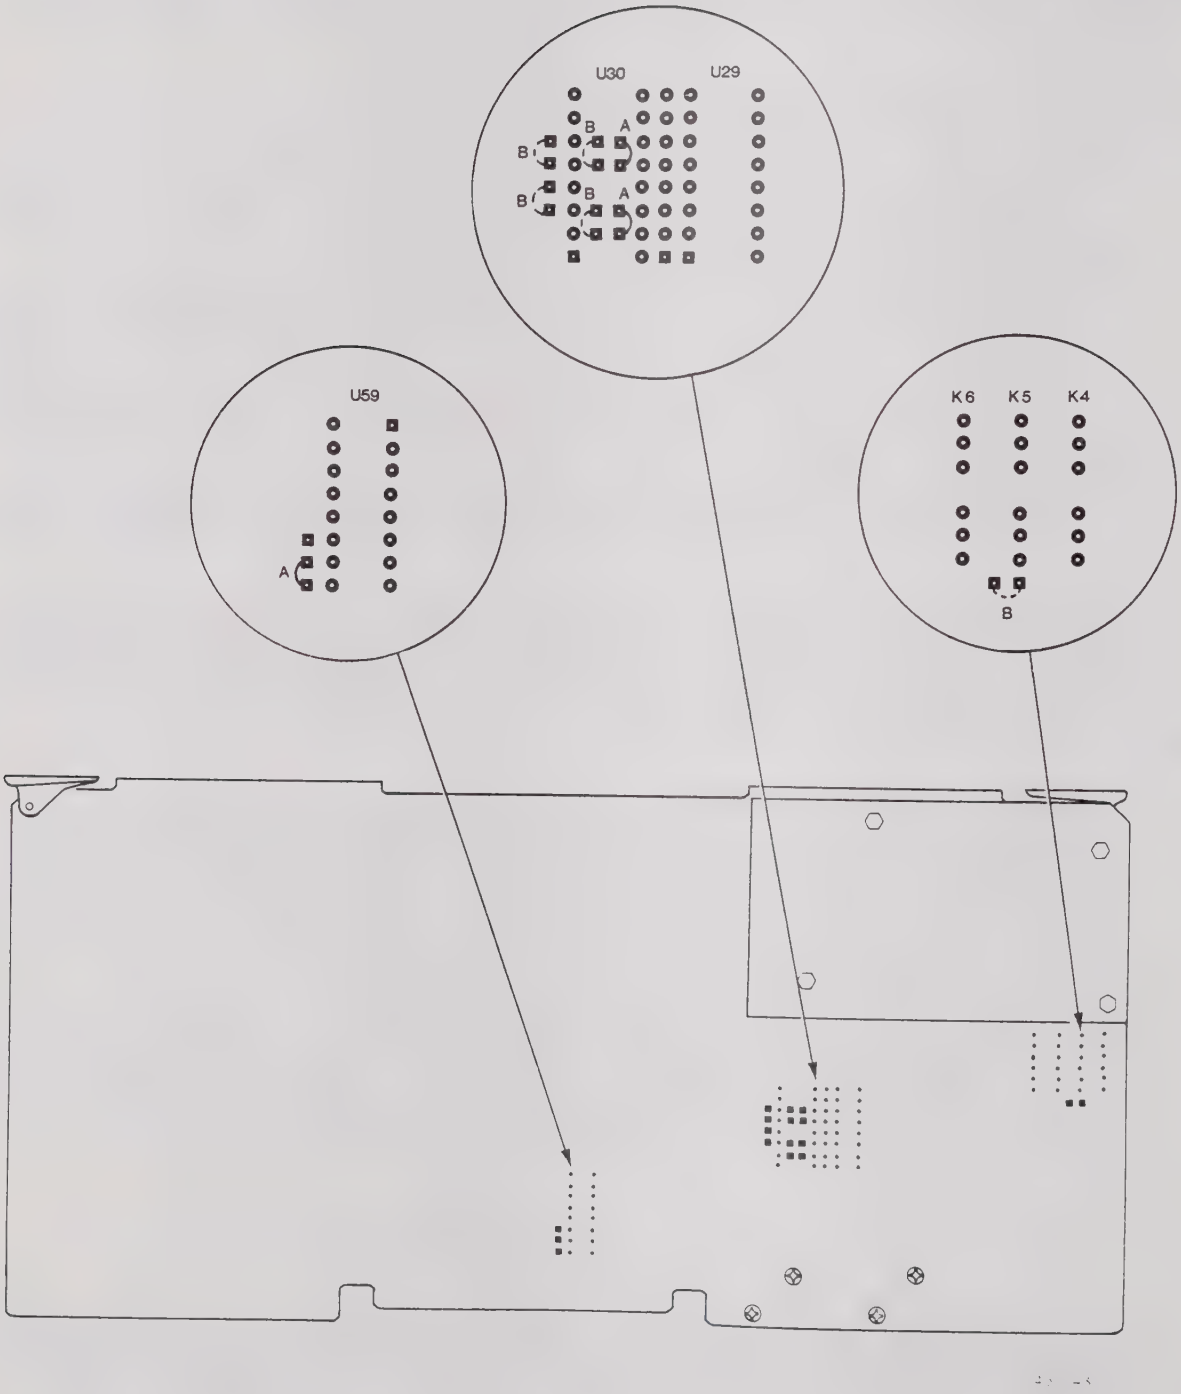

Figure 4-1. ADC Circuit Board Jumpers
Jumpers on ADC board determine whether the board is used for channel A or channel B. If necessary, modify the jumpers as shown in Figure 4-1 of the ADC Calibration Procedure. The channel A board provides the circuitry for the external trigger and channel B does not use the circuitry. Always check for correct jumper placement before installing a replacement board.
5. The channel A and channel B ADC boards have different jumper connections on their solder sides and are not interchangeable unless these jumpers are modified. Figure 4-1 shows the solder side of the ADC circuit board and which jumper pads are to be connected for the ADC to operate with a particular channel. In Figure 4-1 only those jumpers labeled A should be inserted for channel A operation. Likewise, only those jumpers labeled B should be inserted for channel B operation.